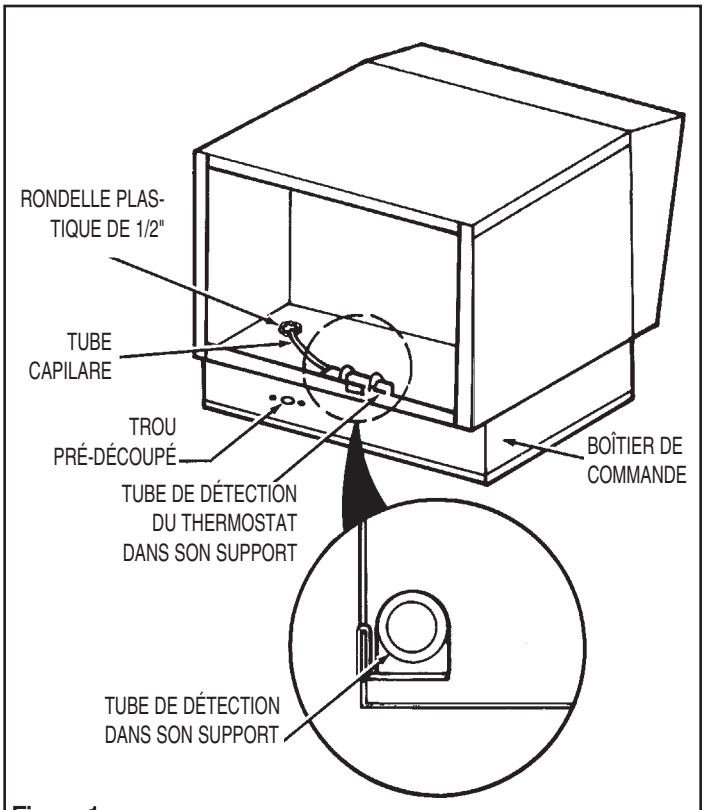

Figure 1
3. Retirez le cache du trou prédécoupé de 8 mm situé à l'avant ou à l'arrière du boîtier de commande(voir Figure 1).
7. Faites passer le tube de détection et l'ampoule du thermostat par la rondelle plastique comme indiqué sur la Figure 1 en évitant tout contact avec les connexions non isolées du boîtier de commande.
8. Placez le manchon en caoutchouc fourni avec le kit sur l'ampoule du thermostat et glissez-le dans le support d'ampoule comme indiqué sur la Figure 1. Glissez le support au dos du placard de la chaudière.